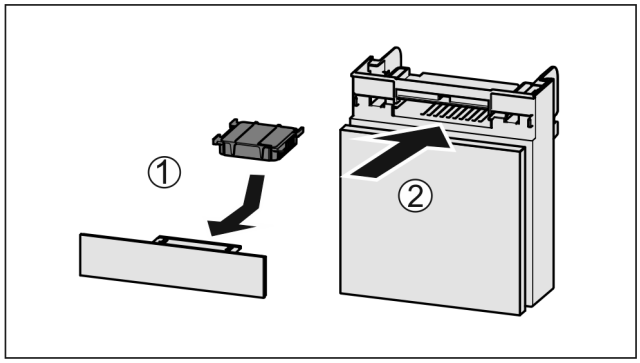

Fig. 133
▶ Ievietojiet aktīvās ogles filtru atbilstoši attēlam *Fig. 133 (1)*.
▶ Iebīdiet nodalījumu *Fig. 133 (2)*.